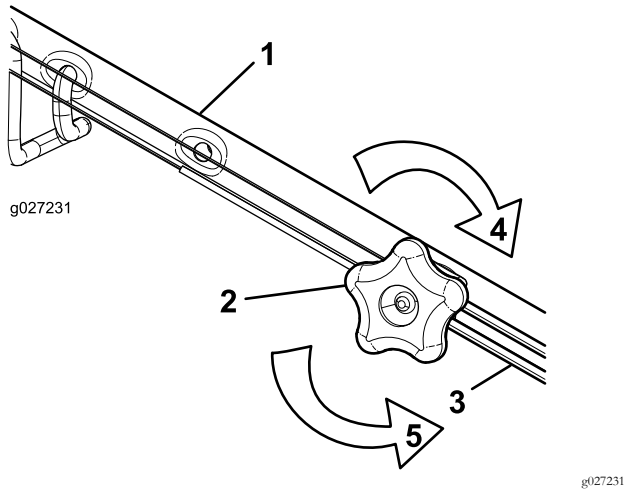

Figur 32
1. Drej justeringsgrebet mod uret for at løsne kabeljusteringen (Figur 32).
2. Juster stramningen på kablet (Figur 32) ved at trække det tilbage eller skubbe det frem og holde den position.